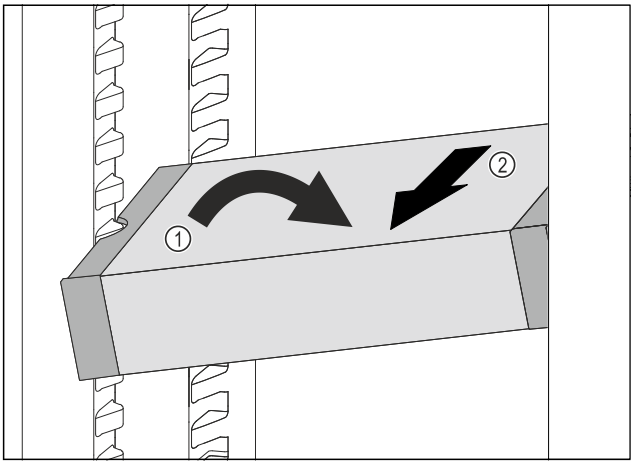

Fig. 134
▶ Set VarioSafe in refrigerator compartment at an angle. *Fig. 134 (1)*
▶ Take VarioSafe out to the front. *Fig. 134 (2)*